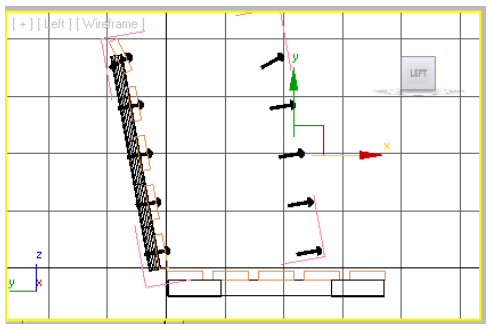

Figure 3-60 *The right side seat rivets in the Left viewport*
5. Activate the Left viewport by right-clicking in it. Make sure the *right side rivets* are still selected. Then, create a copy of the *right side rivets* and name it as *right side seat rivets*, as shown in Figure 3-60.